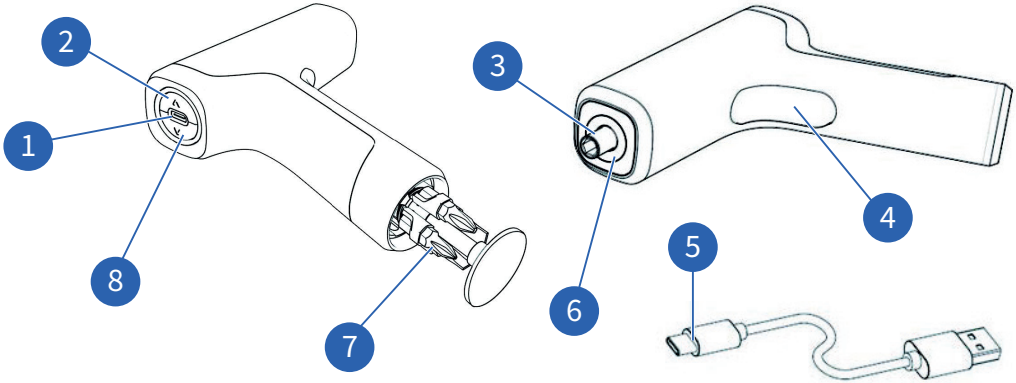
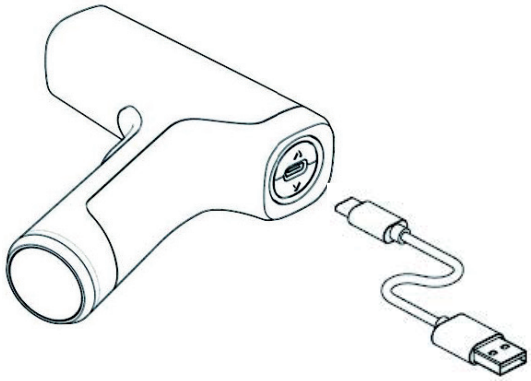

Abb. 1: Übersicht
Abb. 3: USB-Ladekabel
1. Zum Einsetzen drücken Sie das Bit oder die Bitverlängerung bis zum Erreichen der vorgesehenen Position direkt in das Sechskant-Spannfutter (Abb. 1/3).
1. Stecken Sie den Stecker des USB-Ladekabels (Abb. 1/5) in die USB-Ladebuchse (Abb. 1/1) und überzeugen Sie sich vom ordnungsgemäßen Sitz des Steckers (Abb. 3).
LED (Rückseite) (Abb. 1/8):
› An der Stirnseite des Werkzeugs befinden sich ringförmig angeordnete LEDs (Abb. 1/6), die durch Drücken des Hauptschalters ein- und ausgeschaltet werden können.
Das Werkzeug startet nicht/ist nicht betriebsbereit	Prüfen Sie den Ladezustand des Akkus und laden Sie das Werkzeug unter Verwendung des USB-Ladekabels (Abb. 1/5). Schließen Sie es dazu an eine Ladebuchse des TYPS C an (Abb. 1/1).
Die Kraft des Werkzeugs reicht zum Festziehen der Schraube nicht aus	Prüfen Sie die Drehmomenteinstellung (Abb. 1/2). Prüfen Sie den Ladezustand des Akkus; sofern er niedrig ist, laden Sie den Akku.
Das Werkzeug arbeitet in der falschen Richtung	Ändern Sie durch Drücken der Rechtslauf- bzw. Linkslauftaste die Drehrichtung (Abb. 1/2, 8).